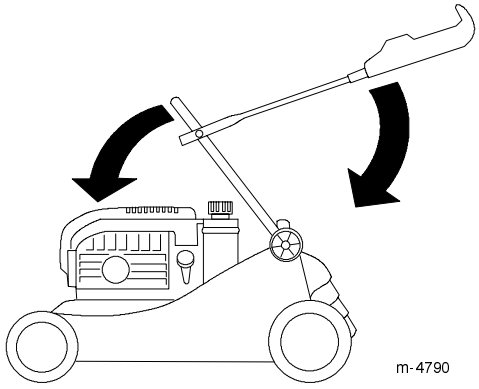

Figure 30
3. Carefully swing the lower handle section forward until it rests on the engine (Fig. 30).
4. Carefully swing the upper handle section rearward until it rests flat (Fig. 30).